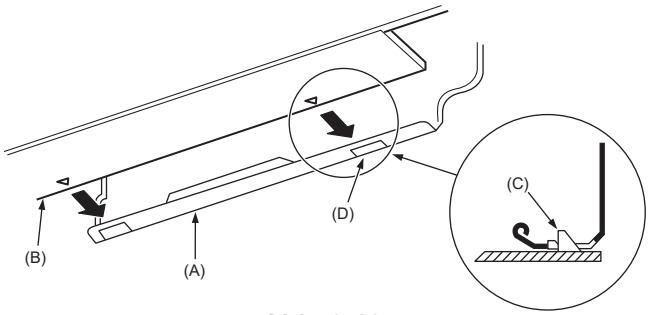

Abb. 3-10
3. Hängen Sie den oberen Teil der Innenanlage an die Montageplatte (1), während Sie die Kältemittelleitung und das Abflussrohr in die Wandöffnung (Tülle) einführen.
5. Befestigen Sie die Innenanlage, indem Sie sie gegen die Montageplatte (1) drücken. (Abb. 3-10)
* Vergewissern Sie sich, dass die Knöpfe unten an der Innenanlage sicher in die Montageplatte (1) eingehängt sind.